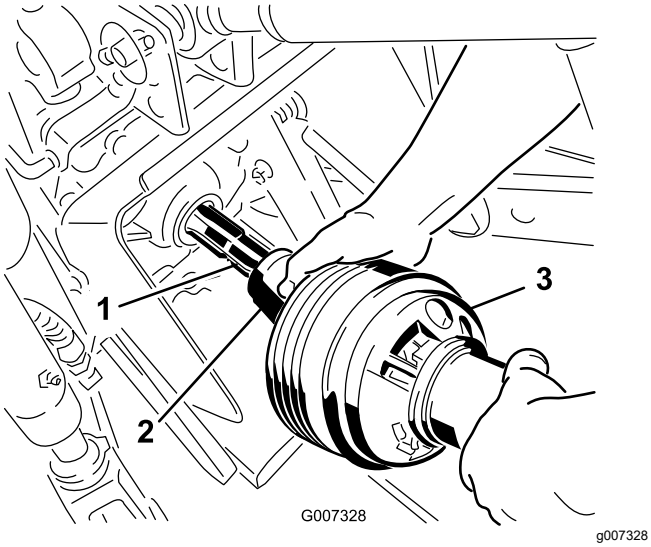

Bild 24
3. Schließen Sie die Zapfwelle an der Zapfwelle der Zugmaschine an (Bild 24).